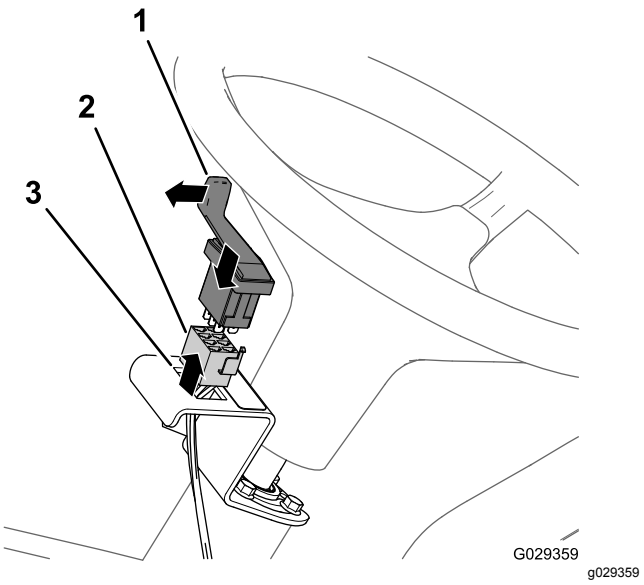

Figur 209
4. Montera omkopplaren i fästet och tryck in omkopplaren tills den snäpper ordentligt på plats i öppningen (Figur 209).